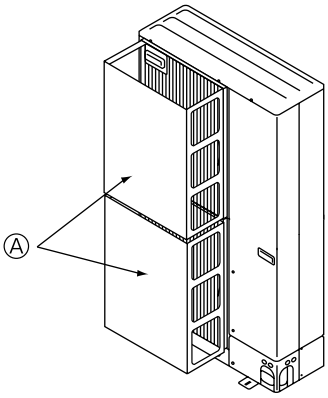

Fig. 3-3
② Si la unidad está situada en un lugar expuesto a vientos fuertes como huracanes que puedan entrar en la salida de aire, coloque una guía de aire opcional. (Fig. 3-3)